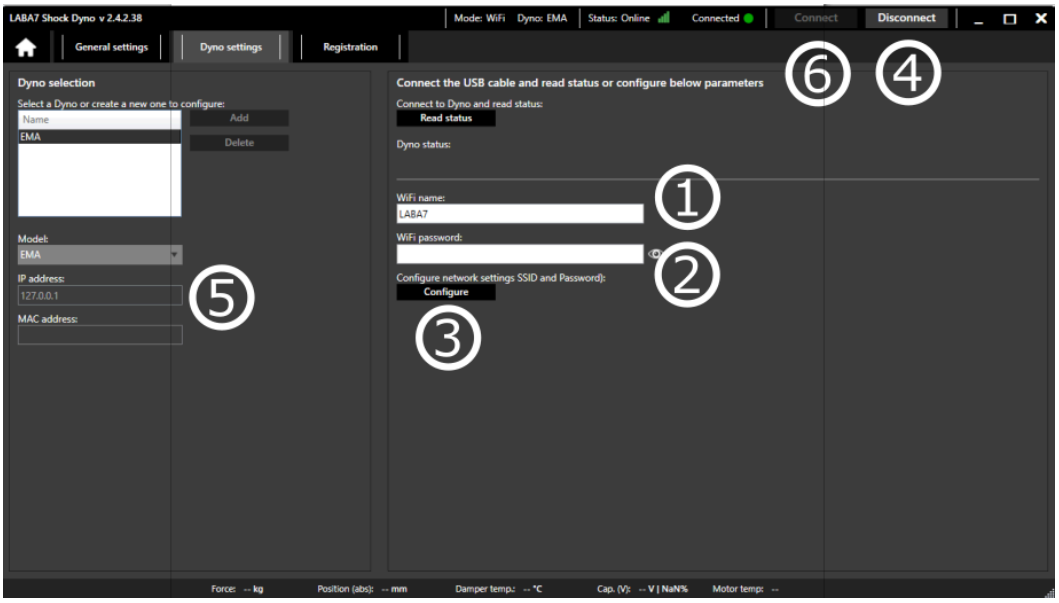

*Figure 17*
3. Enter Wi-Fi name (Figure 17 – Step 1).
4. Enter Wi-Fi password (Figure 17 – Step 2).
5. Click on Configure button (Figure 17 – Step 3).
6. Once you get notification about successful Wi-Fi connection, press Disconnect (Figure 17 – Step 4).
8. Change the IP address to the one which is now being showed in the screen of the device. (Figure 17 – Step 5).
9. Press Connect (Figure 17 – Step 6).